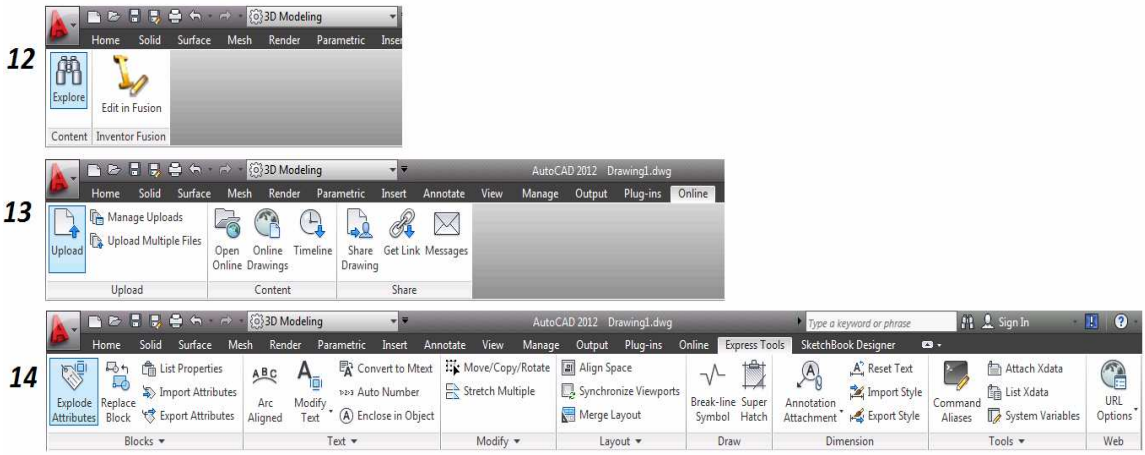

Figura 2.13. Cintas (Ribbons), continuación.
12. **Extension [Plug-ins]:** Aquí se encuentra Agrupaciones de contenido e inventor fusión *(figura 2.13)*.
13. **En Linea [On Line]:** Aquí se encuentran las agrupaciones de cargar, contenido y compartir *(figura 2.13)*.
14. **Ayudas Rapidas [Express Tools]:** Aquí se tienen las agrupaciones de bloques, textos, modificar, presentaciones, dibujos, dimensiones, herramientas y web *(figura 2.13)*.